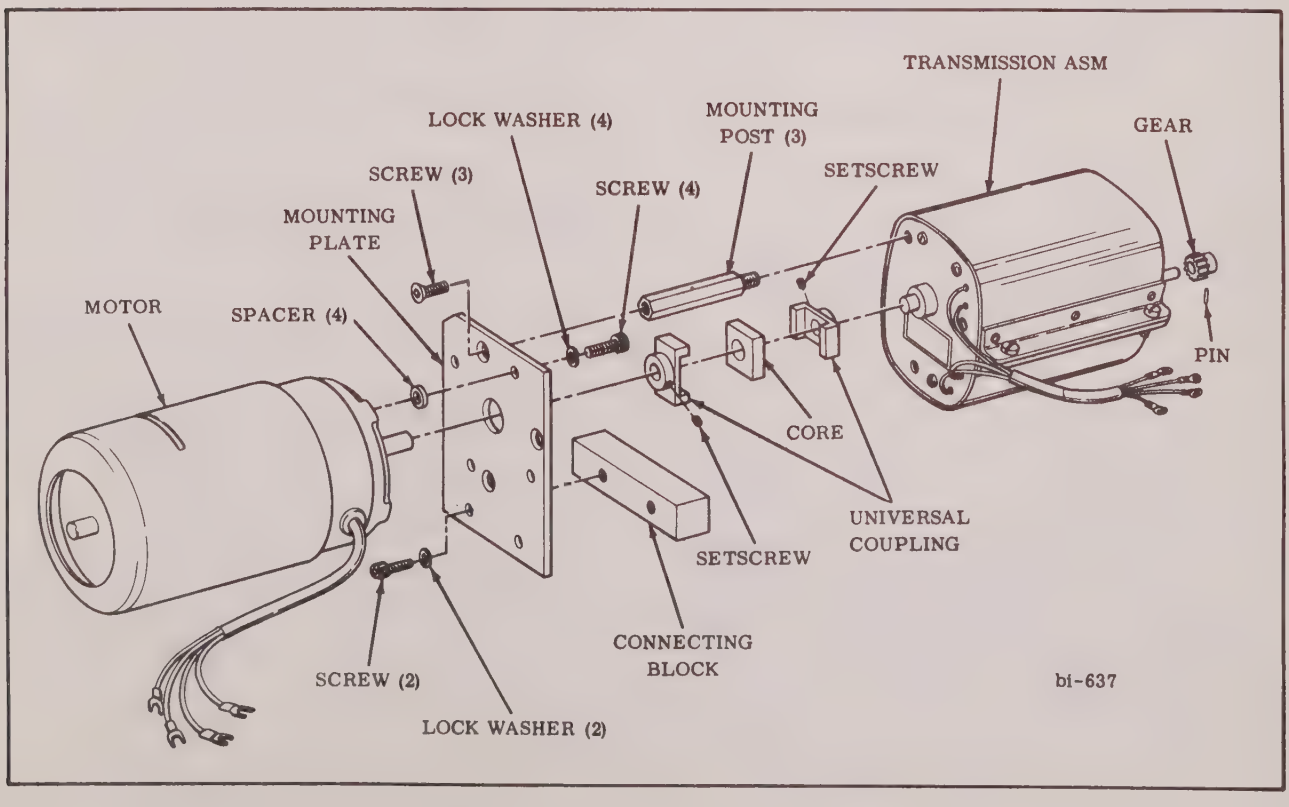

FIGURE 6-27 CHART DRIVE ASSEMBLY—EXPLODED VIEW
10. Refer to Figure 6-27 for disassembly and assembly to drive assembly.
13. Remove two socket-head screws and lockwashers attaching drive assembly connecting bar (Fig. 6-27) and carefully remove drive assembly from oscillograph.
14. Refer to Figure 6-27 for disassembly and assembly of drive assembly.
2. Install, but do not tighten, two socket-head screws attaching drive assembly connecting bar (Fig. 6-27) to oscillograph chassis.